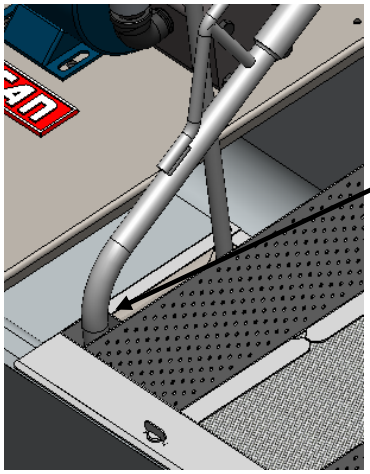

Fig. 6
8. When filter pan is empty turn off the motor/pump. Let the oil drain from the oil hose. Place hose nozzle into its holster, Fig. 6